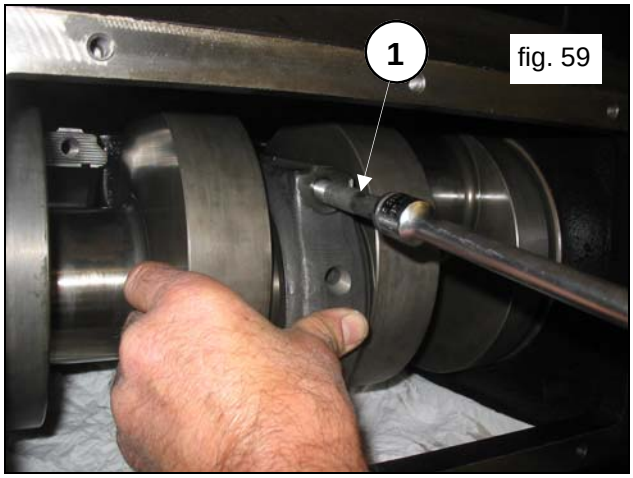

fig. 59
Fasten the caps to the connecting rods using the M12x1.25x87 screws (pos.①, fig.59).